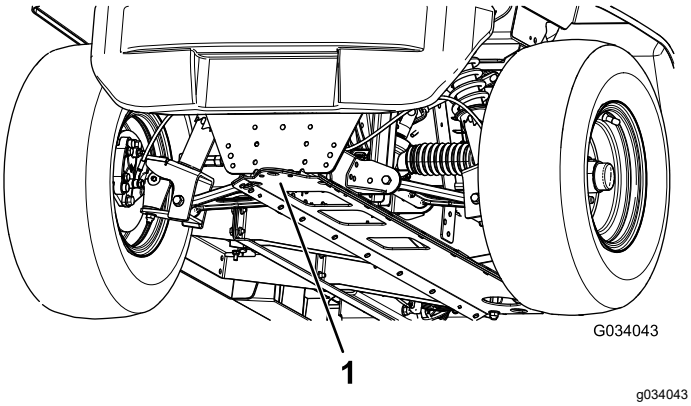

**Figur 23**
- Løftepunktet foran på maskinen findes forrest på stellet bag anhængertrækstangen (Figur 23).